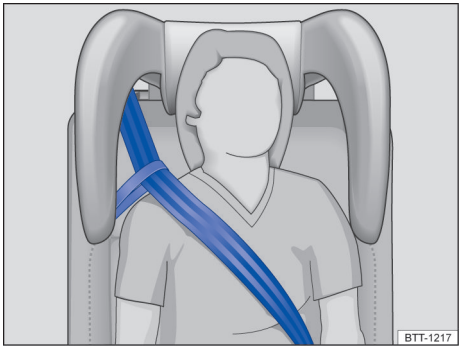

图 48 集成式儿童座椅：安全带导向件固定的安全带
- 请确保门侧的安全带穿过儿童座椅头枕（→图 48 所示）。
安全带导向环可优化安全带的走向使之经过儿童肩部中心→ 图 48。
– 将安全带导向件通过双头纽扣固定在带侧面支撑的儿童座椅头枕的靠车窗侧（→ 图 48）。